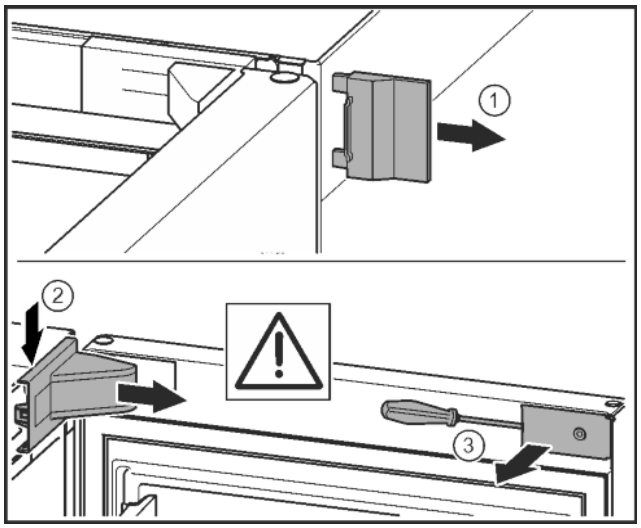

*Fig. 11**
- ▶ Remove the outer cover.* *Fig. 11 (1)*
- ▶ Disengage and release the bearing bracket cover. Remove the bearing bracket cover.* *Fig. 11 (2)*
- ▶ Unlatch the panel with a slotted screwdriver and swivel it to one side.* *Fig. 11 (3)*